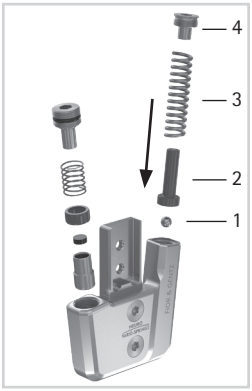

Fig. 16
1 Sett kulen (1) inn i bolten (2; fig. 16).